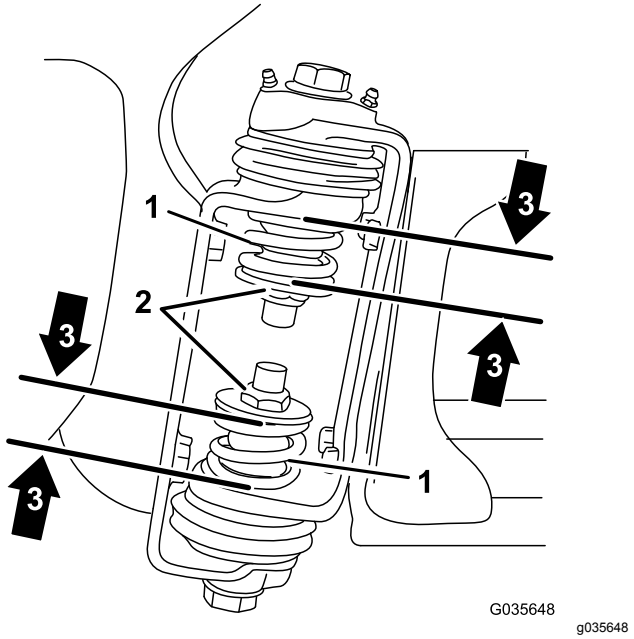

Figur 3
3. Mät de övre och nedre fjädrarnas komprimerade höjd vid sprutrampsgångjärnen (Figur 3).
B. Använd kontramuttern (Figur 3) för att pressa ihop alla fjädrar som mäter över 3,96 cm.